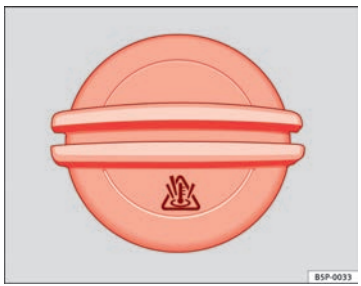

Fig. 117 Dans le compartiment moteur : bouchon du vase d'expansion du liquide de refroidissement.
- Le vase d'expansion du liquide de refroidissement est identifiable grâce au symbole sur le bouchon ⇒ fig. 117.